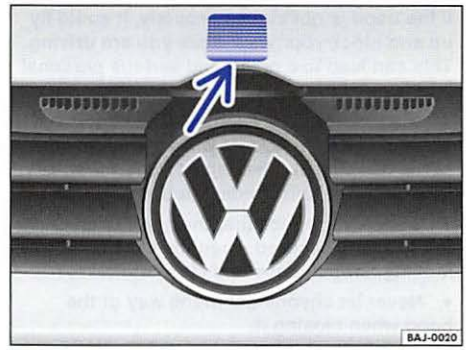

Fig. 127 Above the radiator grille: Outside engine hood release.
- Push the outside hood release lever ⇒ fig. 127 (arrow) and lift the hood all the way up. A gas-filled strut will hold the hood up.